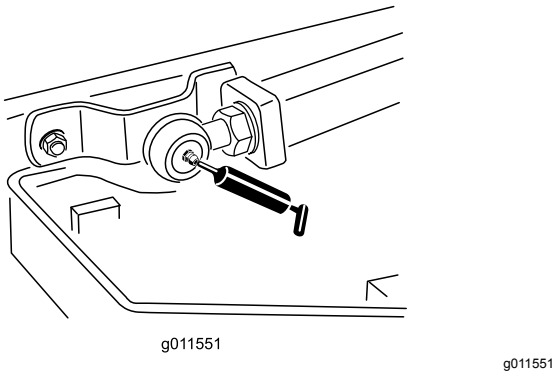

**Figuur 64**
- Kogelverbindingen van hefarm (2) (Figuur 64)